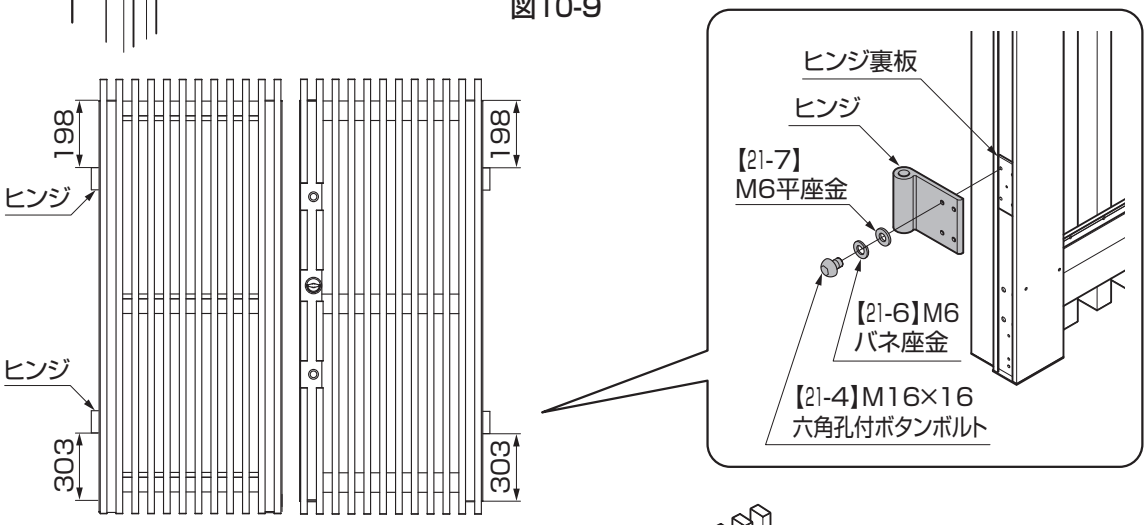

図10-10
③門扉本体の吊元側框に入っているヒンジ裏板２個に、ヒンジ２個を【21-4】、【21-6】、【21-7】で仮組みします。この時、ヒンジ取付け位置が図の位置に来るように調整してください。（図10-10参照）